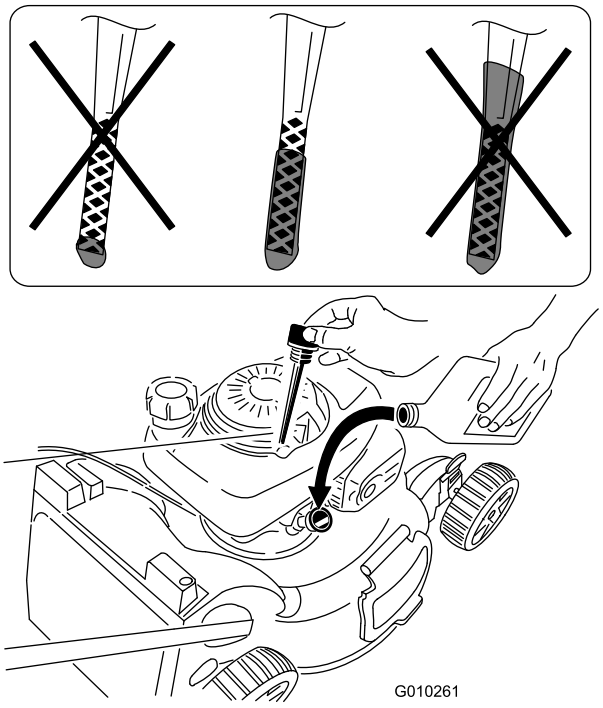

Figuur 14
- Als het oliepeil te laag is, moet u traag een kleine hoeveelheid olie in de vulbuis gieten, 3 minuten wachten en vervolgens stappen 3 tot 5 herhalen totdat de olie het juiste peil heeft bereikt, zoals getoond in Figuur 14.
- Als het oliepeil te hoog is, tapt u de overtollige olie af tot het juiste oliepeil is bereikt, zoals getoond in Figuur 14. Voor het aftappen van overtollige olie, zie Motorolie verversen (bladz. 16).
2. Verwijder de peilstok (Figuur 14).
5. Haal de peilstok eruit en controleer het oliepeil; zie Figuur 14.